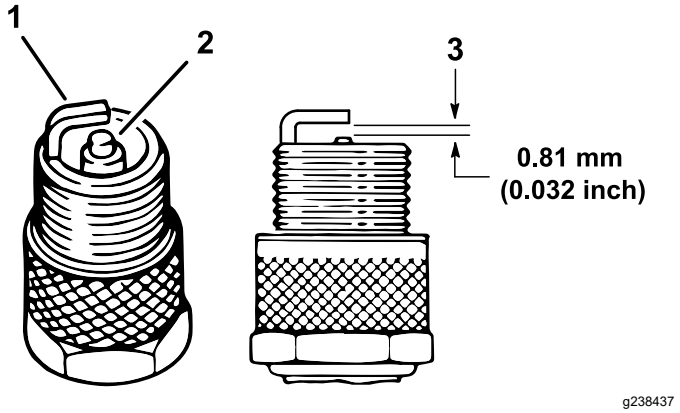

Figur 38
4. Kontroller sideelektrodens, midterelektrodens og midterelektrodens isolators tilstand for at sikre, at disse ikke er beskadiget (Figur 38).
5. Indstil gnistgabet mellem midten og siden af elektroderne til 0,81 mm som vist i Figur 38.